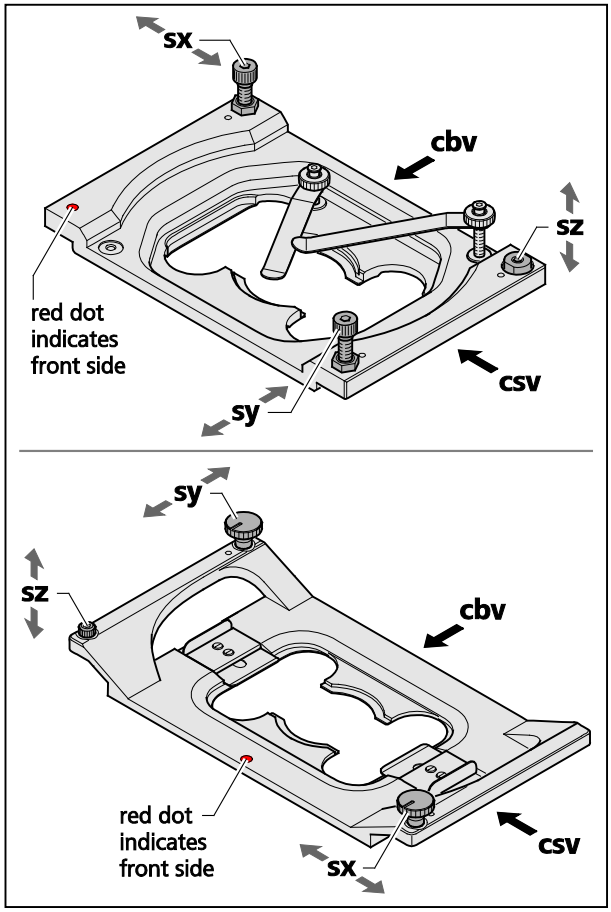

Fig. 9 **Adjustable sample holder – schematic view**
0. Adjust the edges of the clefts viewed from the right side (Fig. 9/**csv**) and back side (Fig. 9/**cbv**) to be parallel by using screws **sy** and **sx**, respectively (Fig. 9). The cleft's width should be approximately 2 mm as preset by the factory, but can be adjusted with screw **sz** if needed.
6. Adjust the adjustment screws of the sample holder. Turn screw **sx** for the tilt along the **x**-axis and screw **sy** for the tilt along the **y-**axis until you observe visually an even reflection image (Fig. 9). You might need to re-adjust the z-range when turning the screws. Screw **sz** will only have to be adjusted in case the range of screws **sx** and **sy** is not sufficient.